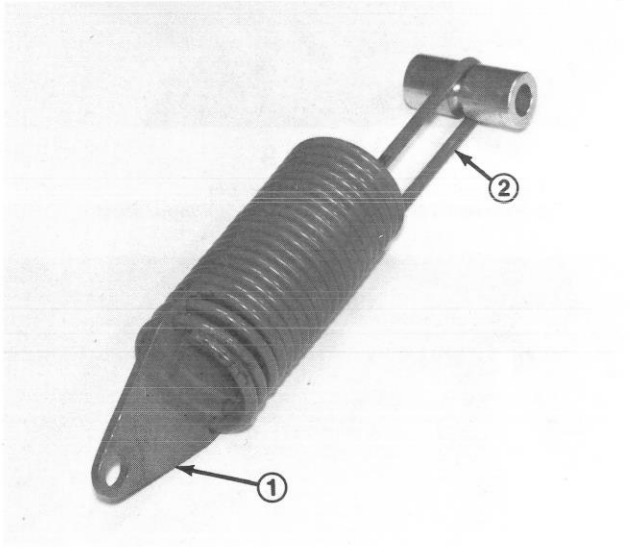

Figure 11
2. Twisting spring, thread it thru holes in spring end until spring passes thru all four holes, (Fig. 11) and long hook end of spring is aligned with spring end.